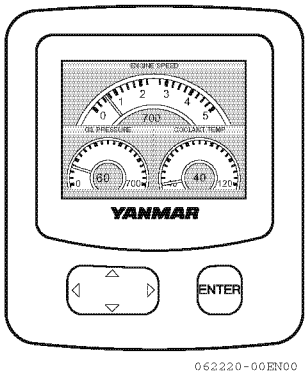

Figur 4
- När motorn kommer igång visas en sida om motorförhållandena på VC10 enhetens display (**Figur 4**).